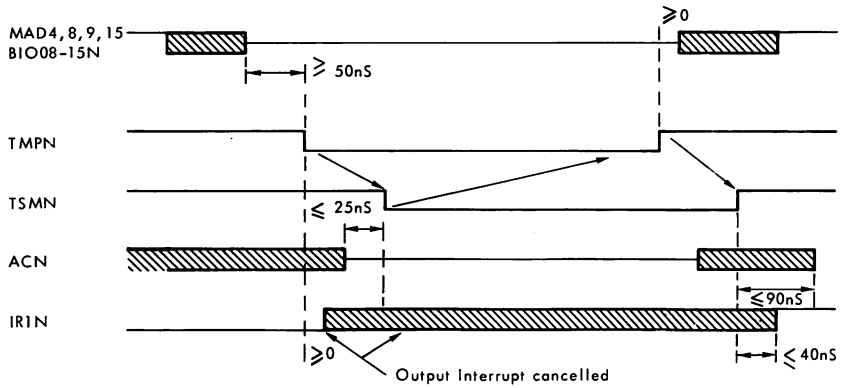

Figure 8-5 Simplified Timing Diagram for P851 General Purpose Bus
8.14 On receiving the SALCUZ valid address AREN enables command decoder E0 and the CU sequensor produces signal AC. AC provides the 'function accepted' signal ACN. Signal combination AC, ARETN, CSN produces the TSACS pulse, which clocks the 'mode' data on the BIO lines into registers L3 and C2. The TSACS pulse ends approximatley 300nS later when ARETN and TSMN are activated. TSMN is the answering timing signal to TMPN (refer to Figure 8-5).